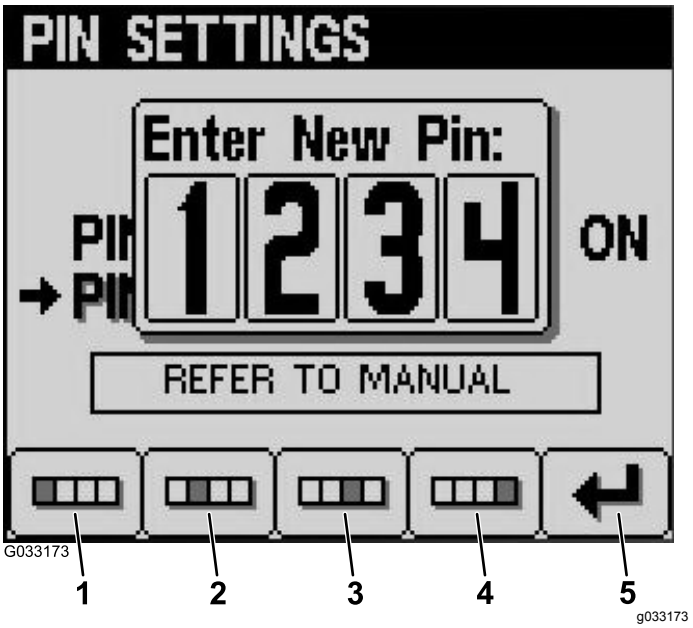

Figur 25
7. Angi den nye PIN-koden ved hjelp av knappene 1 til 4, og trykk på knapp 5 når du har fullført den nye PIN-koden (Figur 25).